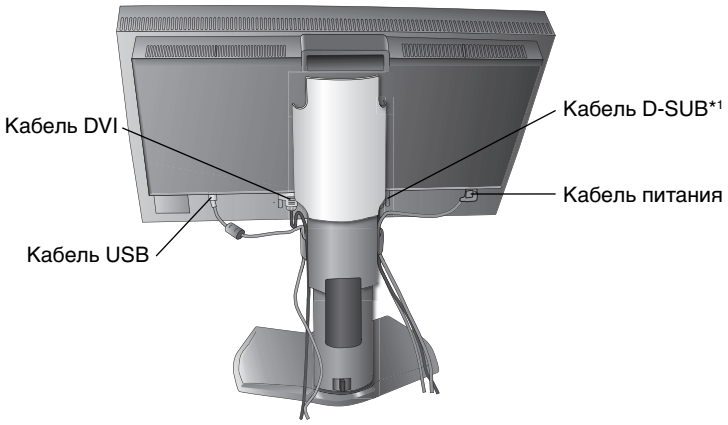
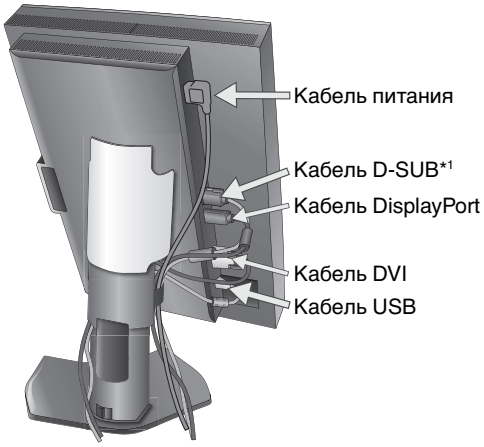

Рисунок C.2
Рисунок C.3
5. Кабели должны размещаться в отсеке подставки, предназначенном для распределения кабелей. Надежно закрепите кабели в кабельных каналах (**Рисунок C.2** and **Рисунок C.3**).